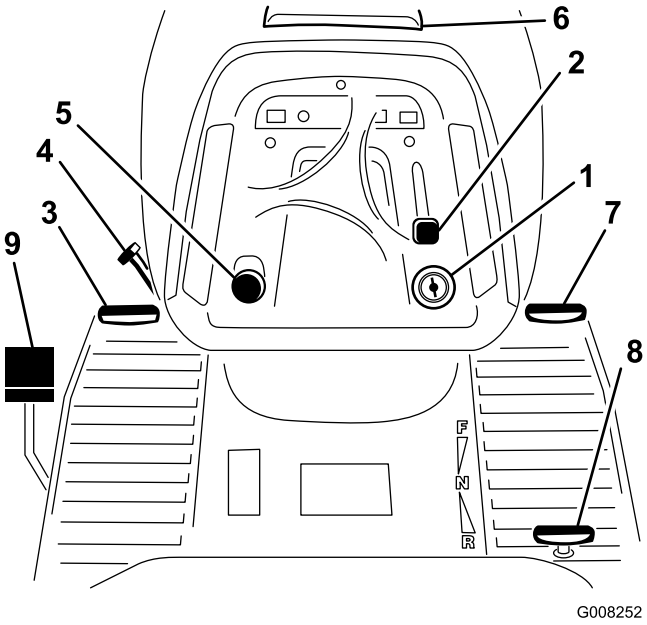

Figur 4
Gjør deg kjent med alle kontroller (Figur 4) før du starter motoren og bruker maskinen.
1. Trykk inn bremsepedalen (Figur 4), og hold den inne.
2. Drei parkeringsbremsespaken (Figur 4) mot klokken, og ta foten gradvis av bremsepedalen.
1. Trykk inn bremsepedalen (Figur 4).